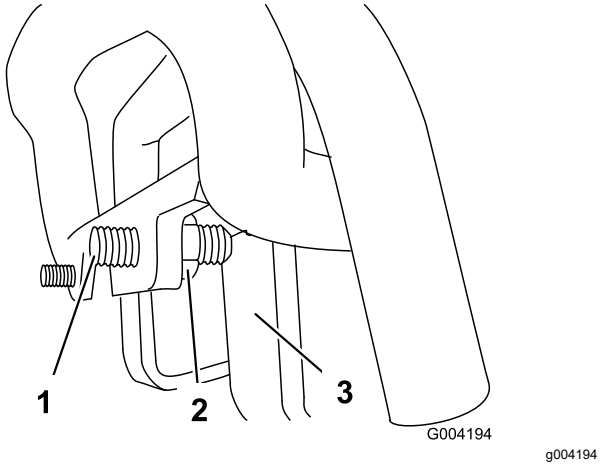

Figuur 56
3. Als de tractie-eenheid naar **links** afwijkt, draai dan de **rechter** contramoer los en stel de stelschroef op de voorzijde van de tractiebediening af (Figuur 56).
4. Als de tractie-eenheid naar **rechts** afwijkt, draai dan de **linker** contramoer los en stel de stelschroef op de voorzijde van de tractiebediening af (Figuur 56).